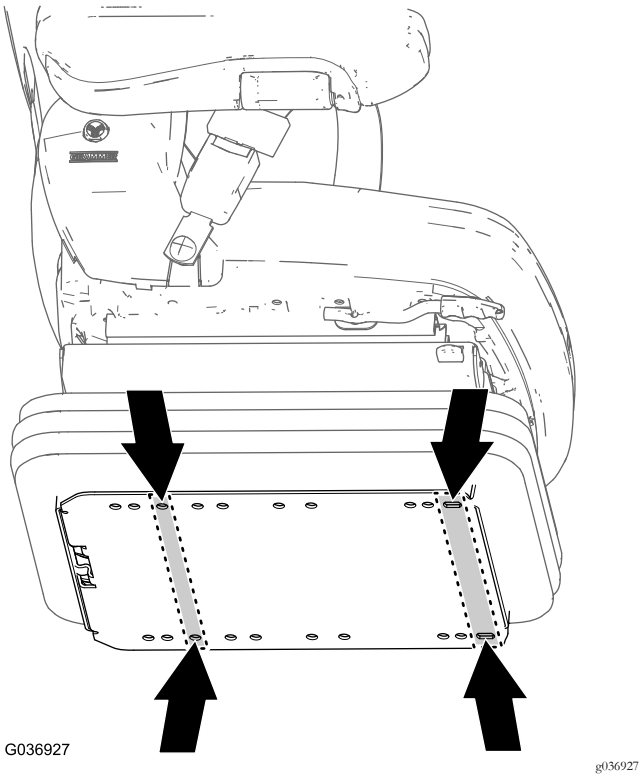

Figuur 13
1. Zoek aan de onderplaat van de nieuwe stoel de montageopeningen voor de stoel van uw machine (Figuur 13).